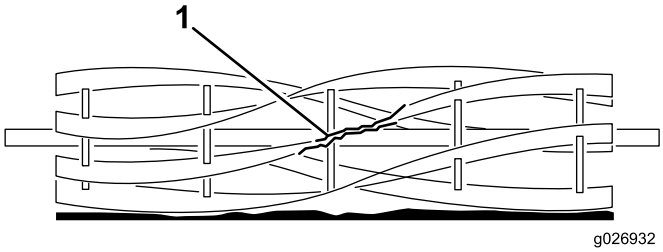

**Figure 10**
**Note:** Rifling is the uneven or wavy condition that develops on the bedknife and the reel when there is heavy contact between these two parts (Figure 10). Streaks of uncut grass and an overall poor quality of cut are signs of rifling. Grinding the bedknife and reel is the only way to repair a rifled mower.